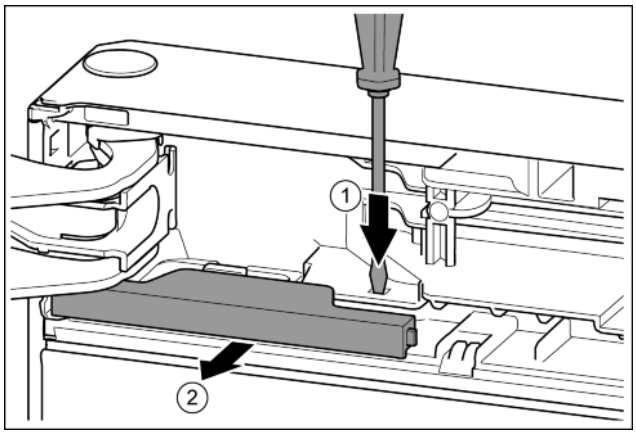

*Fig. 12*
- ▶ Press tab with Phillips screwdriver. *Fig. 12 (1)*
- ▶ Remove cover from the locking fixture. *Fig. 12 (2)*